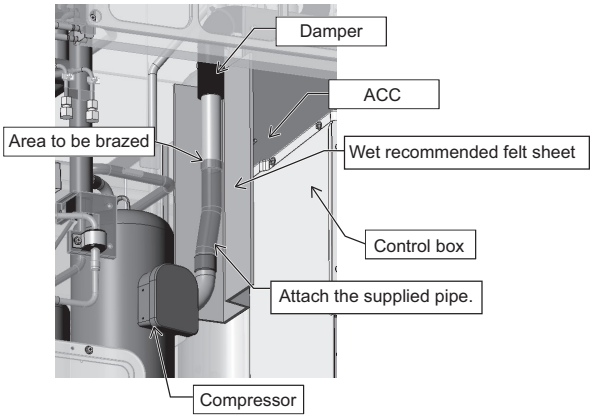

Figure 10
(10) Tilting the compressor will cause the refrigerant oil to leak. Seal the pipe where it was cut or removed at the brazed section.
(11) After replacing the compressor, perform brazing using a wet recommended felt sheet. Use caution not to damage the control box, ACC, compressor cover, or damper. (See Figure 10.)